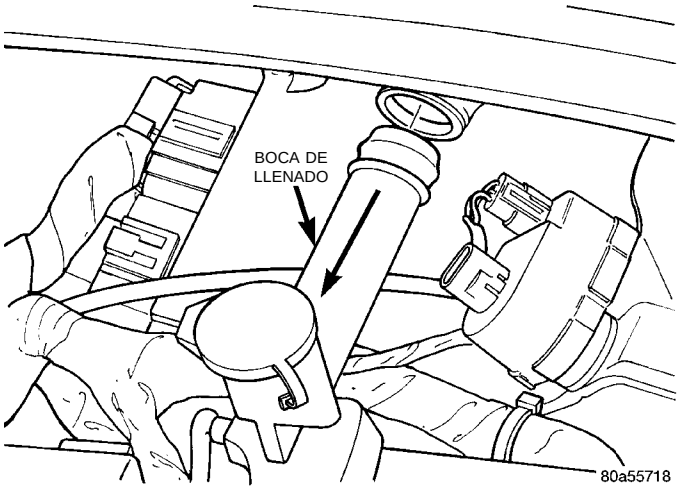
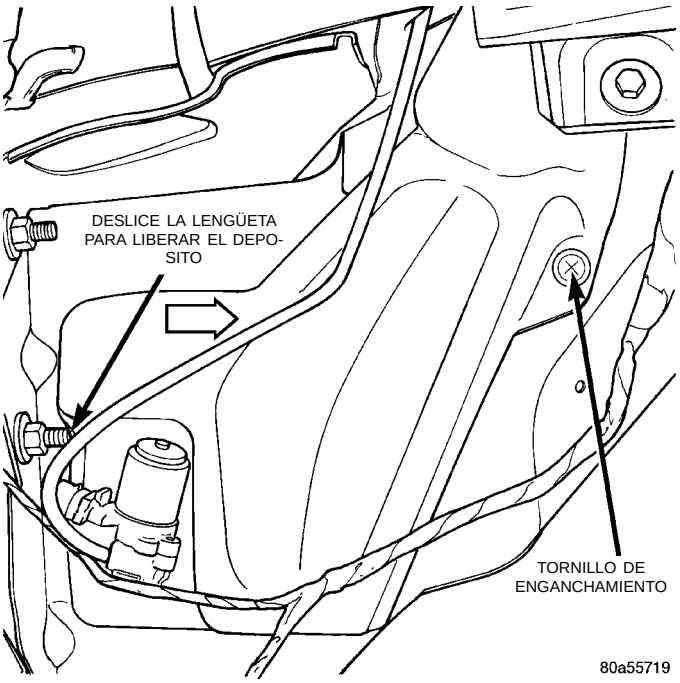

Fig. 5 Desmontaje de la boca de llenado
Fig. 6 Desmontaje del depósito
(1) Retire la boca de llenado (Fig. 5).
(2) Eleve el vehículo con un elevador.
(3) Desconecte el conector de cables de la bomba del depósito (Fig. 6).
(4) Desconecte la manguera del lavador situada en la bomba y drene el depósito.
(5) Retire el dispositivo de fijación del depósito.
(6) Retire el depósito a través de la abertura del guardabarros.